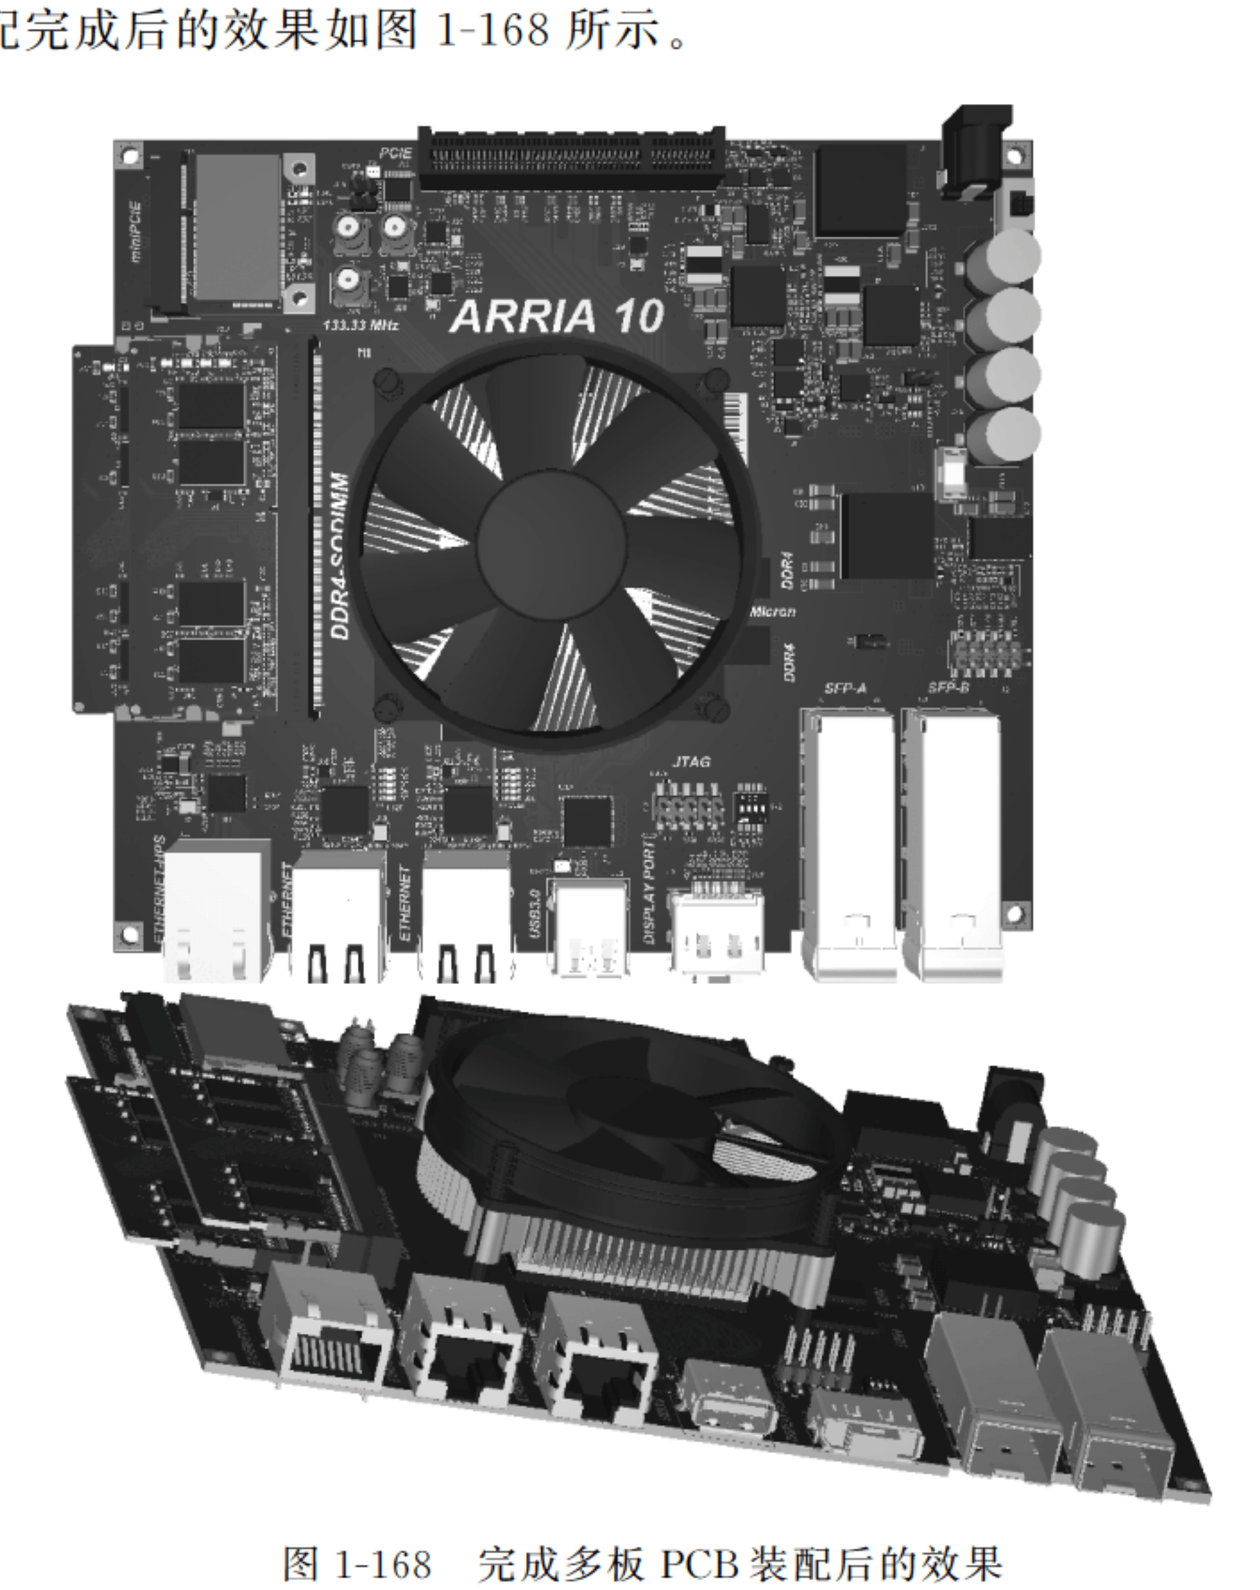

图 1-168　完成多板 PCB 装配后的效果
(12) 进行多板装配。利用前面介绍的在工作区定位 PCB 视图的方法，将多板 PCB 进行装配，装配完成后的效果如图 1-168 所示。